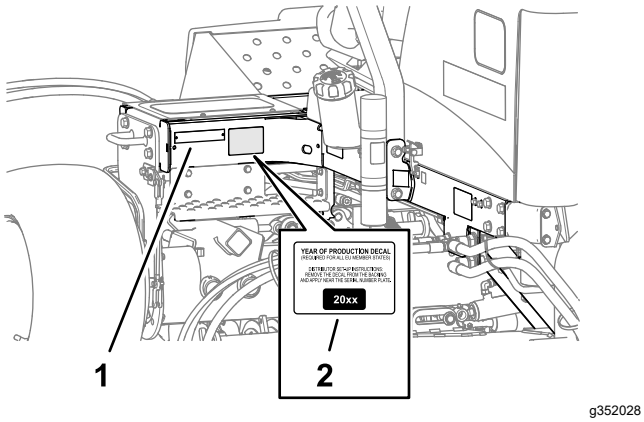

Figuur 21
1. Veeg het linkerframe dicht bij het plaatje met het model-/serienummer schoon met alcohol en laat het frame drogen (Figuur 21).
2. Verwijder de rug en breng de sticker met het productiejaar aan op het frame dicht bij het plaatje met het serienummer zoals getoond in Figuur 21.